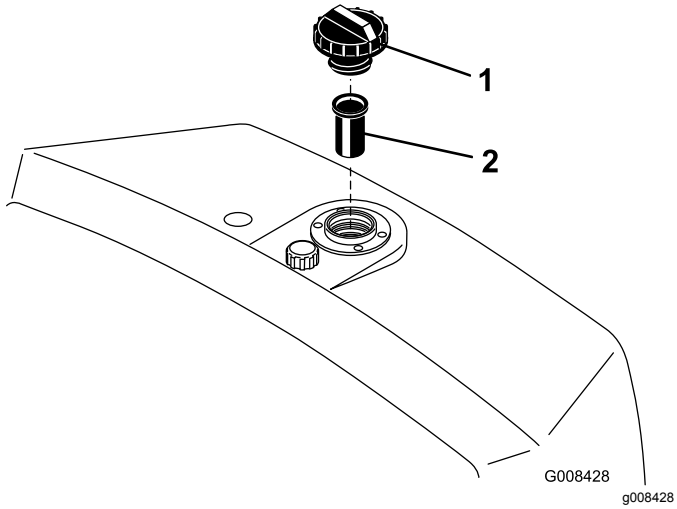

**Figur 49**
2. Ta bort locket från tanken och kontrollera oljenivån. Vätskan ska nå upp till nederdelen på filtret i påfyllningsröret (Figur 49).